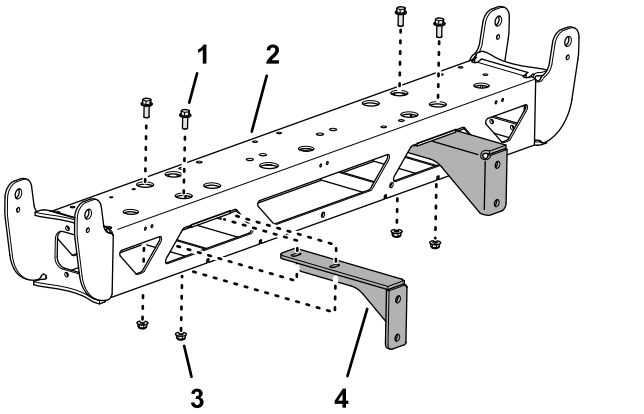

Figur 82
4. Fjern de 2 flangehovedmaskinskruer (⅜" x 1") og 2 flangelåsemøtrikker (⅜"), der fastgør støttebeslaget til midterbomsektionen, og afmonter beslaget (Figur 82).
5. Gentag trin 4 for det andet støttebeslag (Figur 82).